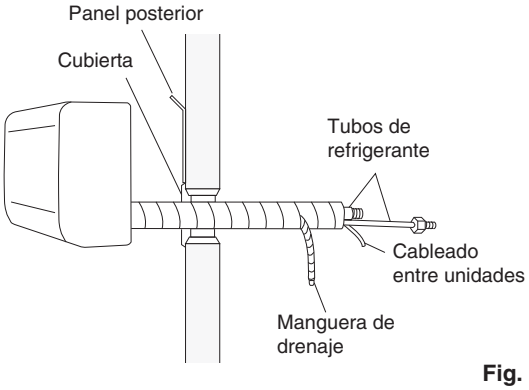

Fig. 3-24
(1) Dé forma a los tubos de refrigerante de manera que puedan entrar fácilmente por el orificio de la pared. (Fig. 3-24)